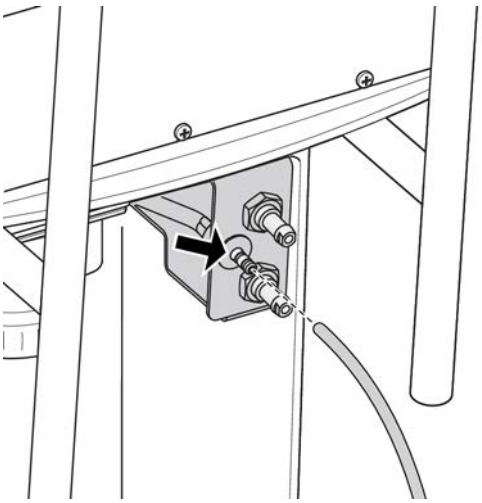

Figure 2-21. Suction tube for disinfectant inlet
1) To use the disinfectant inlet, connect the suction tube according to Figure 2-21 "Suction tube for disinfectant inlet" on page 34.